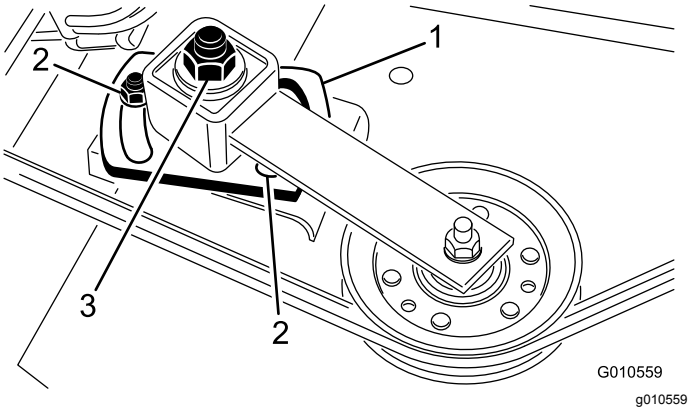

**Figur 29**
5. Brug en topnøgle og en momentnøgle til at stramme styreremskivens justermøtrik til 47-54 N·m (Figur 29).